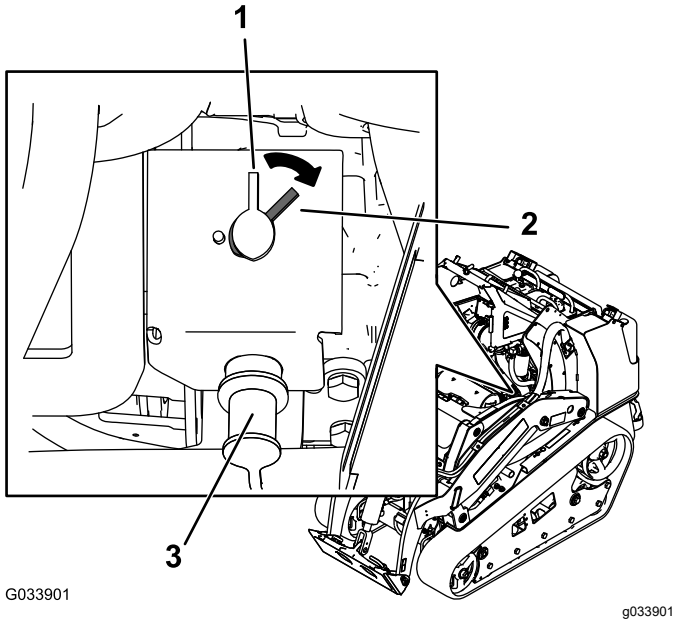

Figur 48
- Vrid bortkopplingsbrytaren för batteriet medurs till det PÅSLAGNA läget (Figur 48) för att slå på strömmen till maskinen.
- Vrid bortkopplingsbrytaren för batteriet moturs till det AVSTÄNGDA läget (Figur 48) för att slå av strömmen till maskinen.